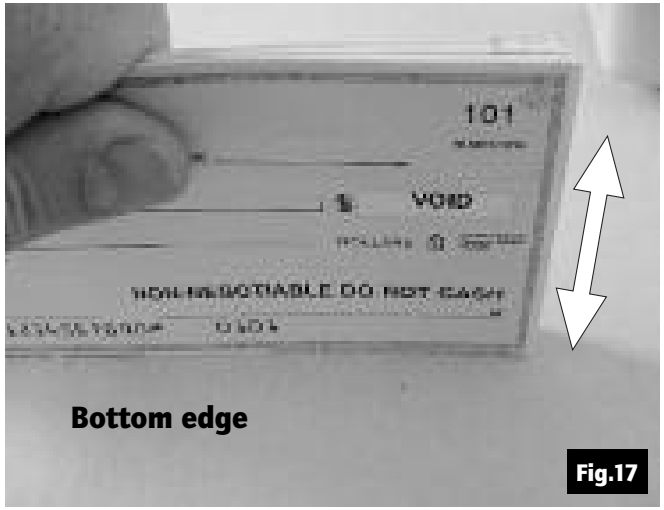

Fig.17
2. Jogging the documents is strongly recommended. In any case, align the bottom edges by repeatedly tapping the bottom edge of the documents on a hard, flat surface, see Fig.17.